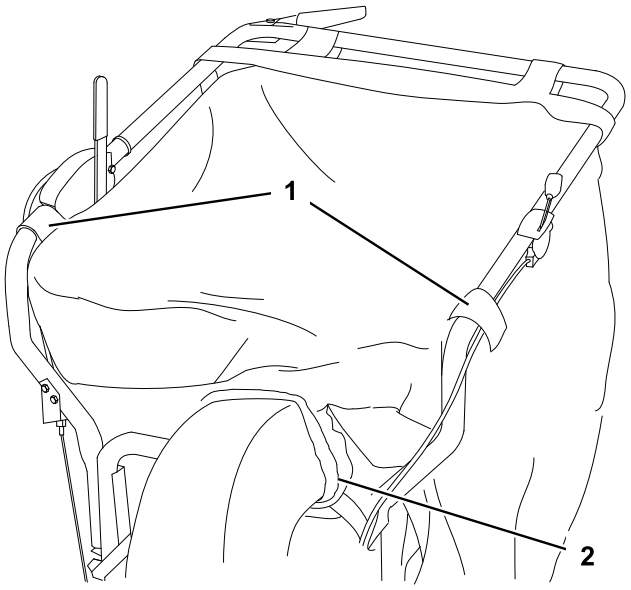

Bild 9
2. Bringen Sie den Sack zum Griff, haken Sie die Ösen über die Stifte und das Sackband über den Griff (Bild 9).
3. Ziehen Sie den elastischen Hals des Sacks über den Kanalbund am Auswurfkanal (Bild 9).